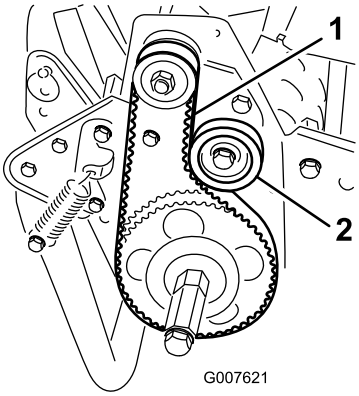

Rysunek 37
2. Sprawdź napięcie, naciskając pas w połowie rozpiętości między kołami (Rysunek 37) z siłą od 18 do 22 N.
A. Poluzuj nakrętkę mocującą koło pasowe luźne i obróć je w kierunku zgodnym z kierunkiem ruchu wskazówek zegara w stronę tylnej części paska aż do uzyskania wymaganego napięcia paska (Rysunek 37).